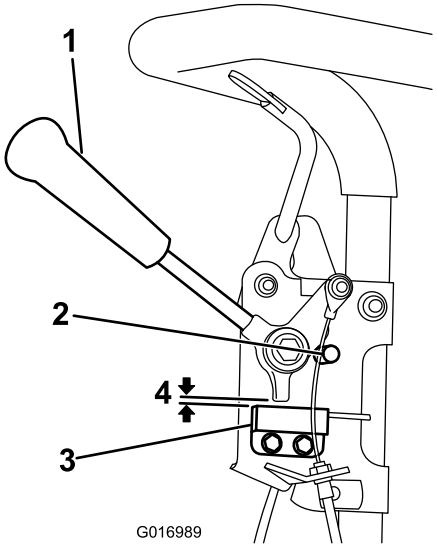

Figur 29
1. Påse at motoren er av og trekkspaken er frakoblet og hvilet mot fri-stopp (Figur 29).
2. Løsne monteringsfestene til sperrebryterne (Figur 29).
3. Plasser et 0,8 mm tykt mellomledd mellom trekkspaken og sperrebryteren (Figur 29).